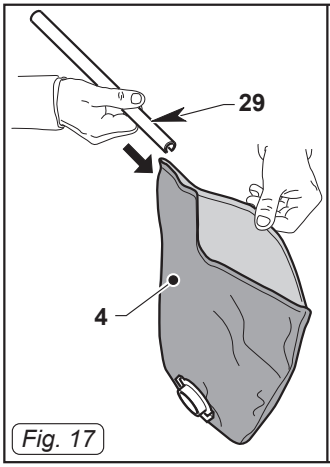

Fig. 17
- Ouvrir le filtre (4 Fig. 17) en faisant coulisser la fermeture à glissière (29 Fig. 17), le rincer et éliminer les éventuels résidus solides puis refermer le filtre avec la fermeture à glissière (29 Fig. 17) et le réinstaller comme décrit précédemment.